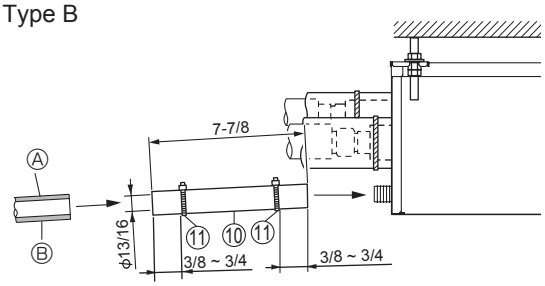

Fig. 8-1
(1) Poser un adhésif en PVC (à acheter localement) sur le raccordement d'écoulement du boîtier de dérivation et insérer le tuyau de vidange raccordé ⑩ dans le raccordement, aussi loin que possible. (Fig. 8-1)
(2) Insérer un tuyau en PVC dur (O.D. 13/16 pouce, 20 mm, à acheter localement) dans le tuyau de vidange raccordé ⑩ et appliquer de la colle pour les maintenir ensemble. (Fig. 8-1)
(3) Fixer une sangle ⑪ au tuyau de vidange raccordé ⑩ (Fig. 8-1)